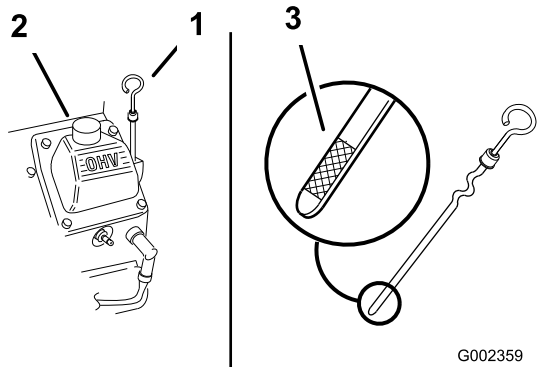

**Figuur 23**
3. Maak de omgeving van de peilstok (Figuur 23) schoon, zodat er geen vuil in de vulopening kan komen, wat in motorschade kan resulteren.
4. Verwijder de peilstok en veeg het uiteinde schoon (Figuur 23).
5. Peilstok helemaal in de vulbuis schuiven, niet vastdraaien in de buis (Figuur 23).
6. Giet ca. 80 % van de gespecificeerde hoeveelheid olie langzaam in de vulbuis (Figuur 23).